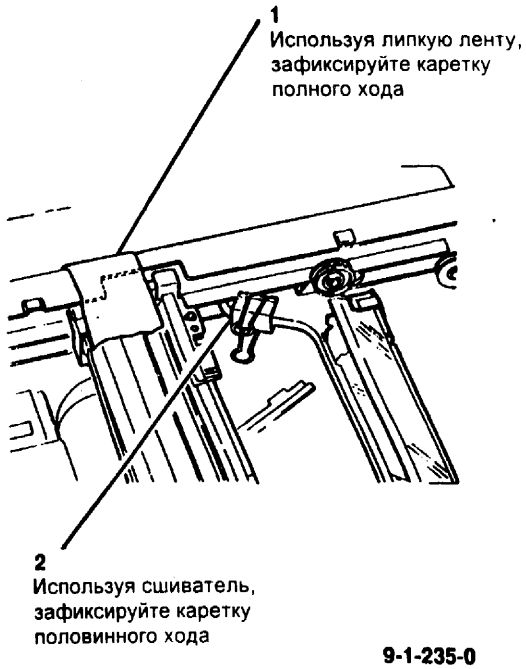

Рис. 4 Фиксация кареток
3. (Рис. 4) Зафиксируйте каретки.